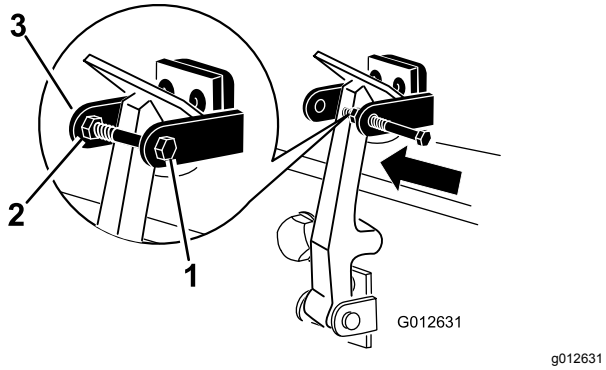

**Figur 6**
7. Skruva i skruven i den andra armen på motorhuvens låsfäste för att låsa spärren på plats (Figur 6). Dra åt skruven ordentligt, men dra inte åt muttern.